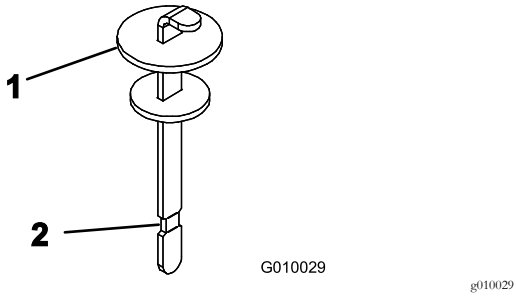

**Figur 19**
4. Fjern peilestaven fra påfyllingshalsen, og tørk av den med en ren fille. Før peilestaven ned i påfyllingshalsen før du tar den ut og kontroller oljenivået. Oljenivået må nå opp til merket på peilestaven (Figur 19).